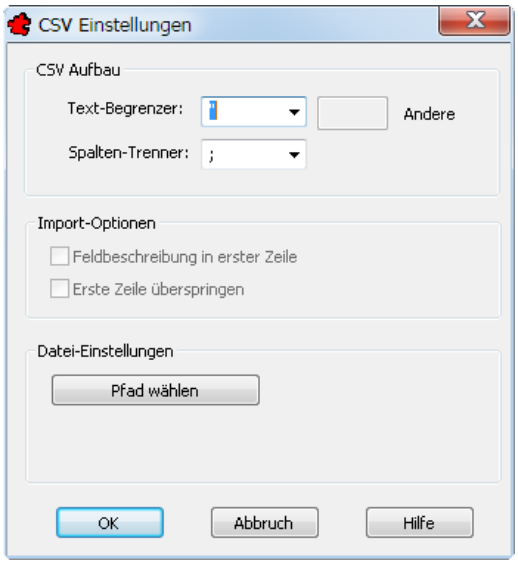

Bild 21.10 – Die Dialogbox *CSV Einstellungen*
- *CSV Einstellungen:* Ist eine der vorigen Optionen aktiviert, gelangen Sie über diese Schaltfläche in die gleichnamige Dialogbox (Abb. 21.10).